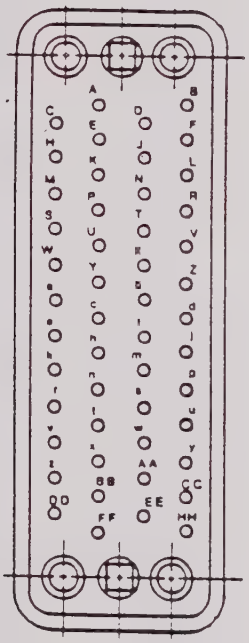

Figure 3-13, 1260-13 J200-J203 Pin Configurations
3.5.11.4.1 Refer to Figure 3-13 below for the pin configurations of the front panel connectors J200 to J203 on the 1260-13. (J200 to J203 are Racal-Dana part number 601856-050. The mating connectors are Racal-Dana part number 601855-050 and mating pins are Racal-Dana part number 601857)